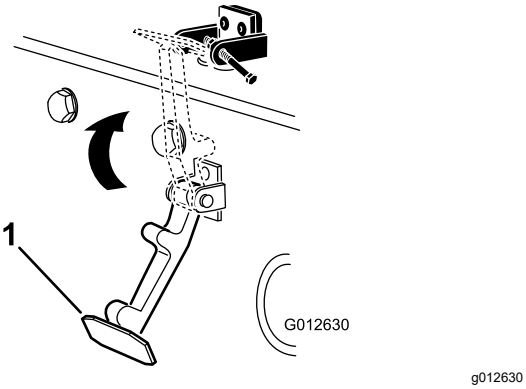

Figur 15
6. Kroka fast spärren på motorhuvslåsfästet (Figur 15).